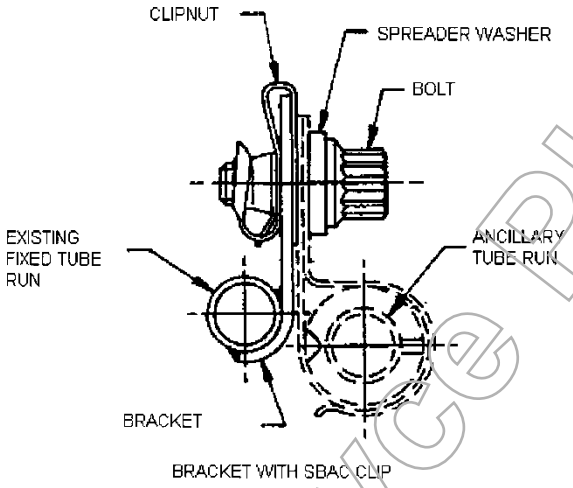

FIGURE 10 – BOLTS IN SELF-LOCKING CLIP NUTS
h) Bolts assembled into self-locking clip nuts (see Figure 10)